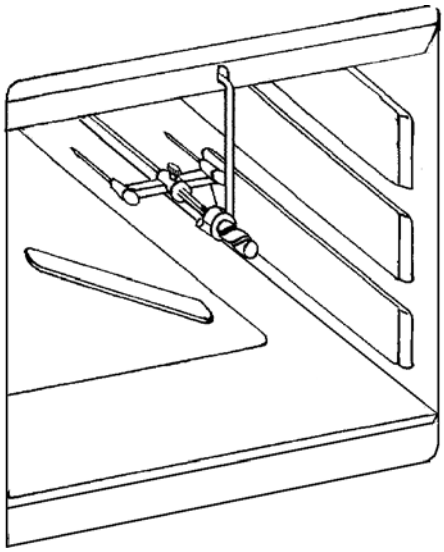

fig. 9
- Positionnez le support de broche dans l'orifice situé sur l'encadrement supérieur avant du four (fig. 9).